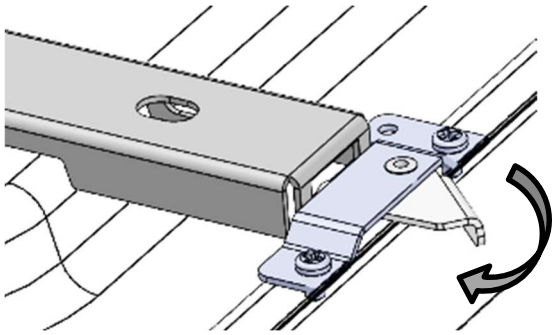

Figura 8A
- Gire los pestillos a la posición cerrada (ambos pestillos). Consulte la Figura 8A.